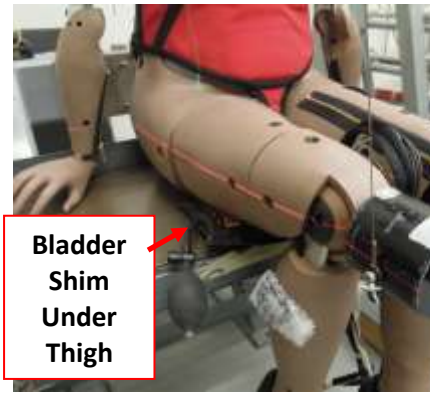
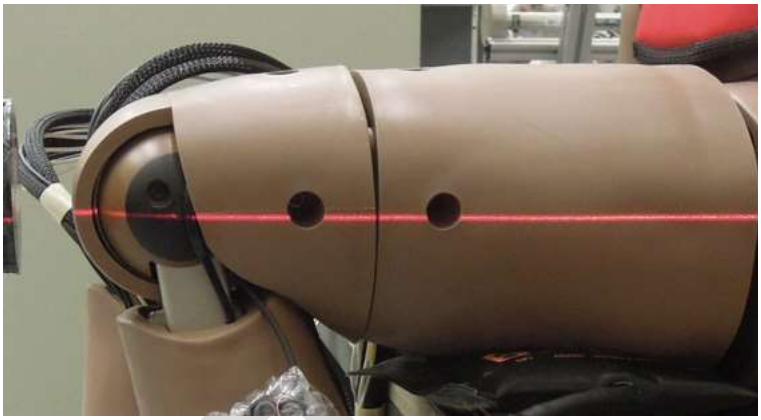

Figure 7-2. Location of shim used to level upper leg in horizontal plane.
Figure 7-3. Horizontal alignment of knee and femur using laser level.
7.5.4 With the lower legs positioned over the front edge of the seating surface, measure the angle of the line between the center of the knee joint and the centerline of the femur shaft, which is visible through the gap between the thigh and pelvis flesh (Figure 7-2 and Figure 7-3), using a straight edge with an inclinometer or using a laser level. Place support shims under the thigh in order to level the centerline of the femur shaft in the horizontal plane (±0.5°).